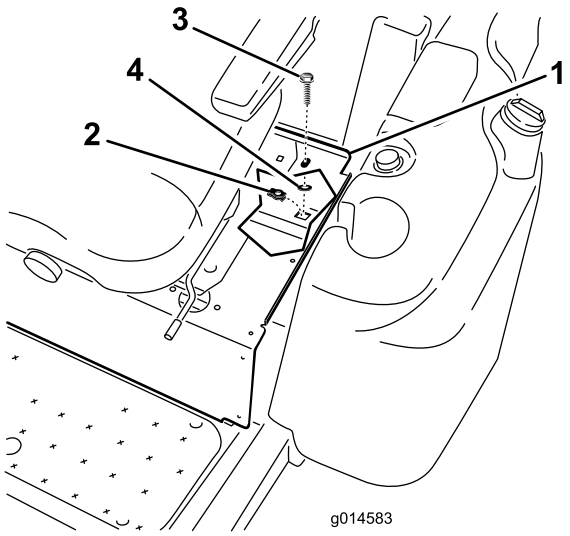

Bild 4
2. Bringen Sie eine Befestigungsmutter am Rahmenloch unter der linken Vorderkante der Sitzplatte an (Bild 4).